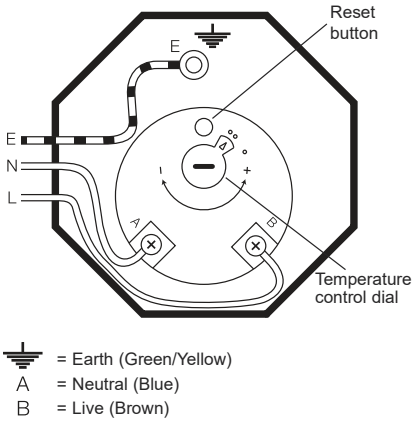

Figure 5-1: Immersion heater wiring connections
The control thermostat is pre-set on position “• •” at a temperature of approximately 65°C. Refer to Figure 5-1.
Installation and wiring instructions for the immersion heater are supplied with each unit. The wiring connections are also shown in Figure 5-1. Follow the wiring instructions connecting the live, neutral and earth as indicated.
Each 3kW 230V 50Hz-immersion heater should be wired in accordance with the instructions given in Figure 5-1.
3. The safety cut-out reset pin is positioned to the side of the control knob (indicated by a triangle with the word ‘safety’ below). Refer to Figure 5-1.